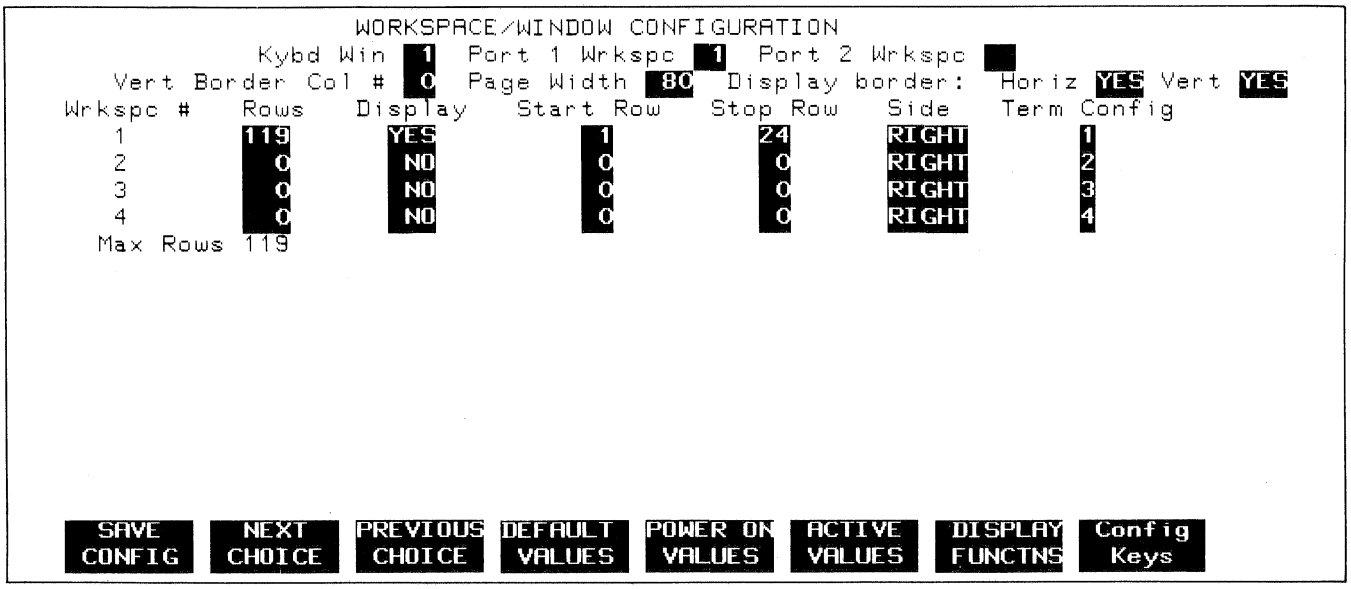

Figure 2-5. Workspace/Window Configuration Menu
This changes the entire display screen to the menu and function key labels shown in figure 2-5. Note that the menu as shown in figure 2-5 contains the default settings for all the fields. If you had previously changed the content of any of the fields and then saved the menu in non-volatile memory, the menu would appear on the screen as you had configured it.
2. Press "DEFAULT VALUES" (f4). The menu is now filled with the default values as illustrated in figure 2-5. Note that this does NOT affect the non-volatile memory version of the menu.
4. Since we have not changed the "Page Width" field, the "Max Rows" parameter (119) in the bottom line of the menu is correct. We can partition the 119 lines of display memory into four approximately equal-sized workspaces by defining three workspaces with 30 lines apiece and one workspace with 29 lines. Using the cursor control and/or tab keys, move the cursor to each of the four "Rows" fields and (working from the top down) enter the values " 30", " 30", " 30", and " 29".